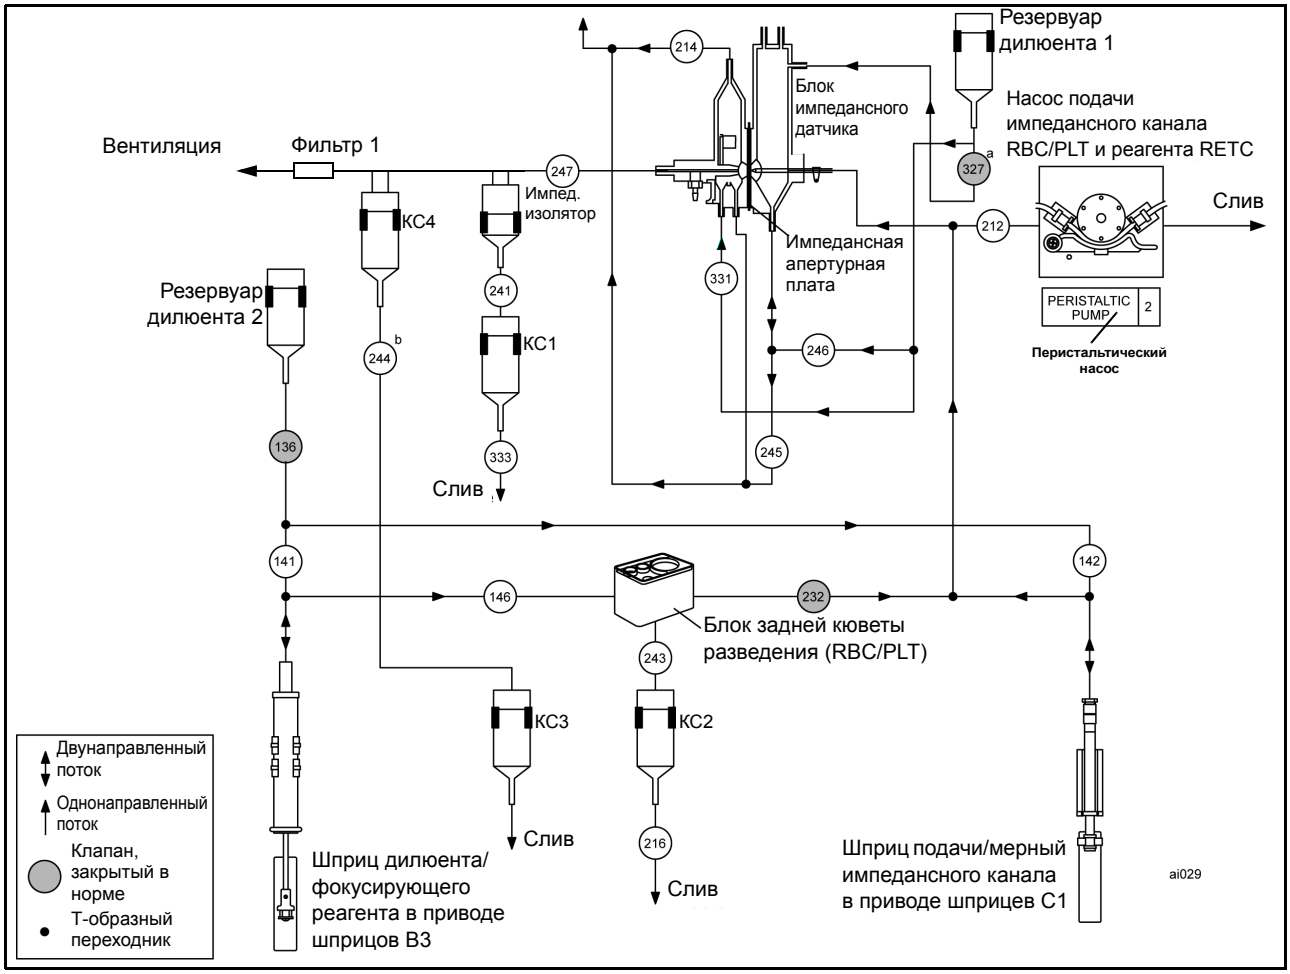

Рисунок 10.9: Проточная система импедансного канала
- **Рисунок 10.9:** ***Проточная система импедансного канала***